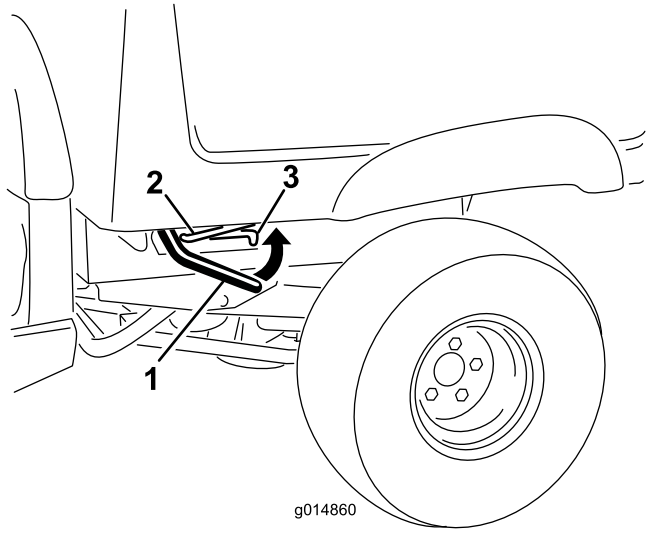

Figur 10
1. Lyft upp spaken som sitter på sidan av lastlådan i närheten av det främre hörnet och höj upp lådan (Figur 10).
2. Spärra lastlådan genom att dra in stöttan i det bakre spärrläget vid slutet av skåran som finns på maskinens vänstra ram (Figur 10).
1. Höj upp lastlådan något genom att lyfta upp låsspärren (Figur 10).
2. Dra ut stöttan ur skåran (Figur 10).
3. Sänk ned lådan tills den låses på plats (Figur 10).